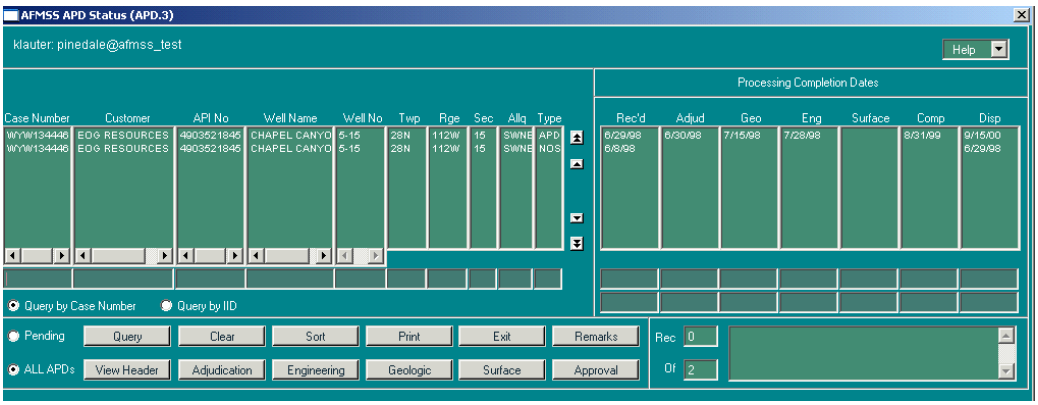

Figure 3-29: Non-Indian AFMSS APD Status (APD.3)
a. At the *Non-Indian AFMSS Well List (GLB.89)* window, run a query, select a well and press the **Pending APD** button. This displays all APD pending items for that well in the *Non-Indian AFMSS APD Status (APD.3)* window (Figure 3-29). If there are no pending APDs for that well, Non-Indian AFMSS automatically brings up all APD records (pending or otherwise) for that well.